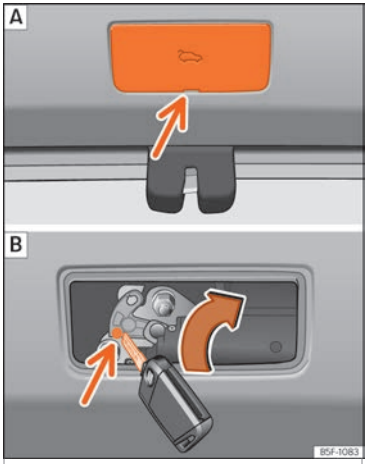

Fig. 10 Luggage compartment: access to manual release.
- Remove the cover by inserting a screwdriver in groove ››› Fig. 10 **A**.
- Insert the key into the opening and turn it in the direction of the arrow until the latch ››› Fig. 10 **B** has been released.